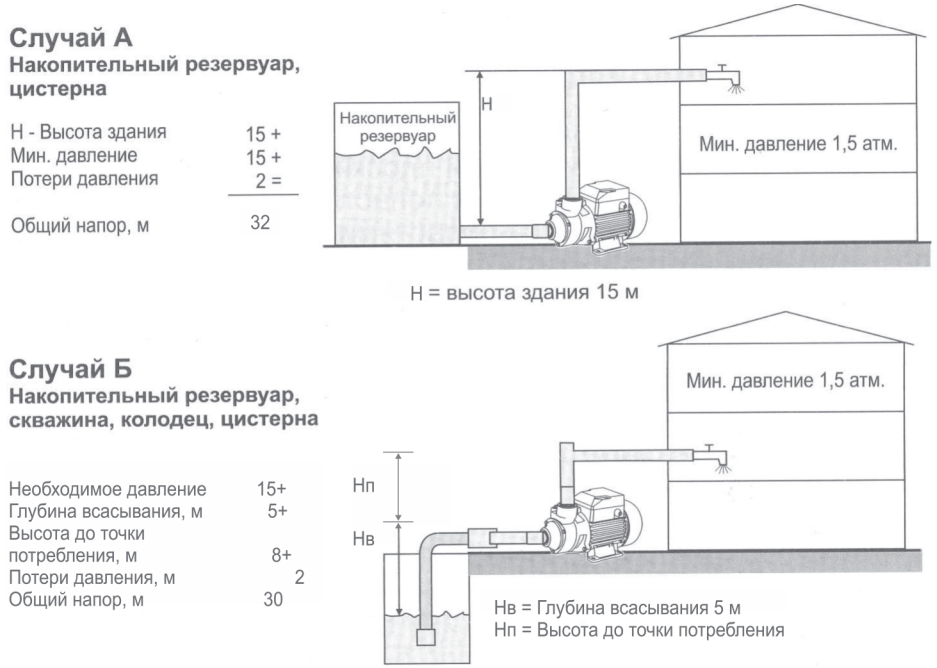

Рис. 1. Типовые схемы водоснабжения с использованием центробежного поверхностного насоса.
1. Присоедините всасывающий трубопровод с обратным клапаном к всасывающему патрубку (рис. 1). Для установки всасывающего трубопровода используйте шланг или трубу такого же диаметра, что и всасывающий патрубок насоса. Если высота всасывания больше чем 4 м, используйте шланг (трубу) большего диаметра. Всасывающий трубопровод должен быть полностью непроницаемым для воздуха.